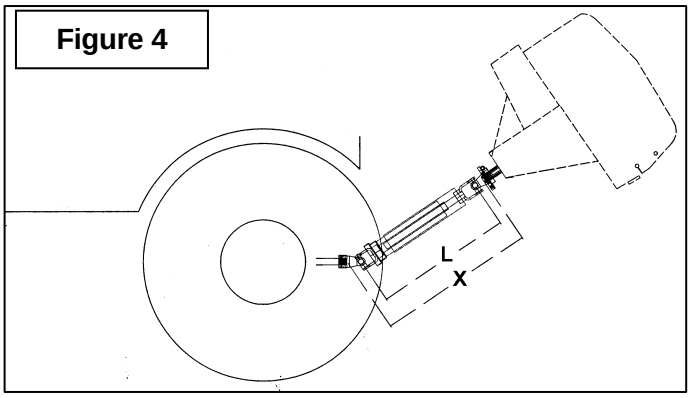

Figure 4
1. To determine the **"L"** length for your tractor model first find the **"X"** factor by measuring the horizontal distance between the end of the tractor's drive shaft and the end of the snowblower's driven shaft when the snowblower is in transport position as shown on figure 4.